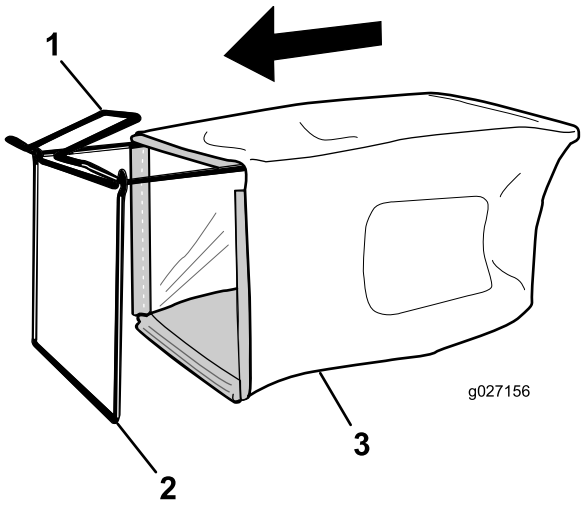

Figur 11
1. För gräsuppsamlaren över ramen i enlighet med Figur 11.
Obs: För inte uppsamlaren över handtaget (Figur 11).